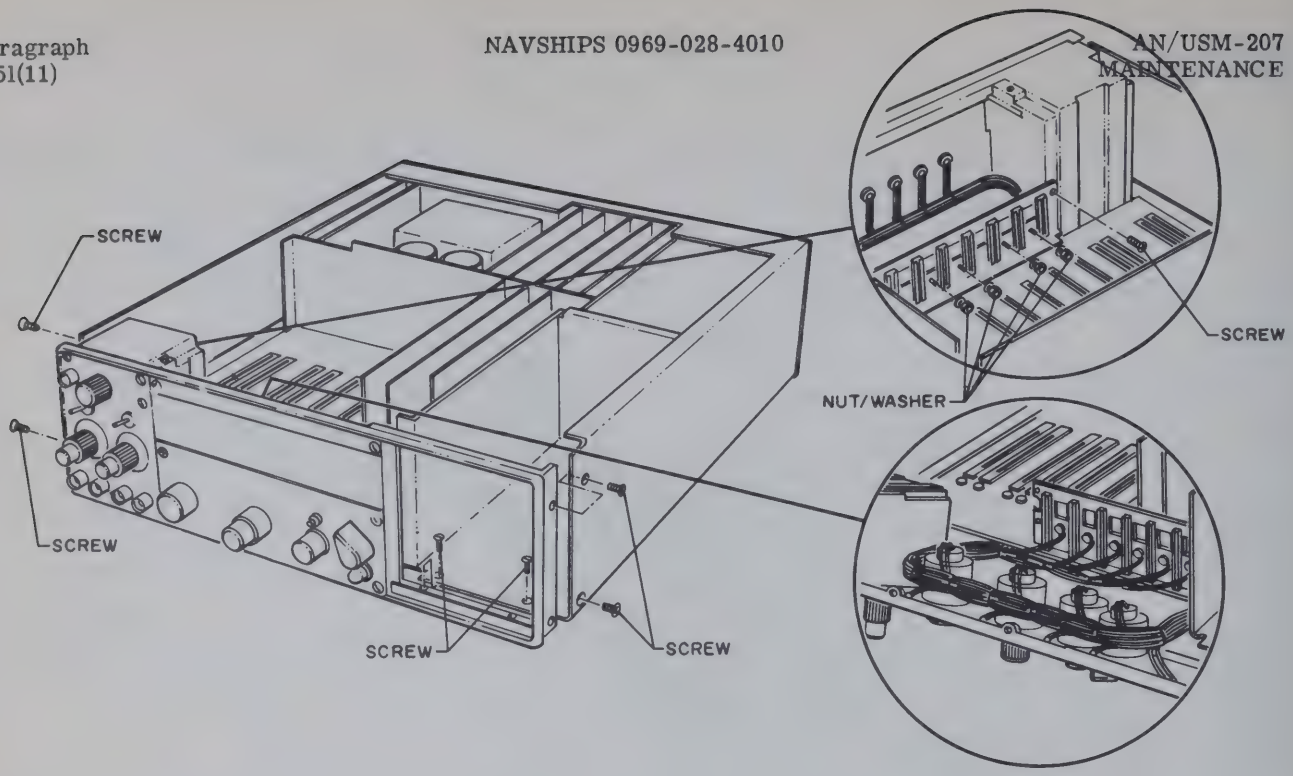

Figure 5-13. Counter, Disassembly of Front Section
(21) Place red knob A1MP9 on the inner shaft so that the index point faces the -6 marking on the left section of the front panel, then tighten both setscrews.
(22) Replace the left section of the front panel in the chassis, and secure with the three screws.
l. ACCESS TO FUNCTION SWITCH A1S4, TIME BASE SWITCH A1S3, STD FREQ OUT SWITCH A1S2, AND POWER SWITCH A1S1. — These parts are mounted on the front panel, and become accessible when the front-panel casting is detached from the counter and is supported only by the wire harness. Refer to figure 5-13 and proceed as follows:
(1) Using the board extractor, lift printed-circuit board A1A11 partly out of its connector so that the cable fastenings become accessible. Unfasten and disconnect the two coaxial cables, then remove A1A11.
(2) Remove and save the two screws and washers on top of the tiedown bracket, and remove the tiedown bracket.
(3) Remove printed-circuit boards A1A10 and A1A12 through A1A16.
(4) Loosen the captive screw at the bottom center of electronic frequency converter A2, and slide A2 towards the front and out of the chassis.
(5) Remove and save the two screws (top and bottom) on the left side-panel which are nearest the front panel.
(6) Remove and save the two screws (top and bottom) on the right side-panel which are nearest the front panel.
(7) Remove and save the two screws on bottom front of the opening vacated by A2.
(8) Remove and save the two screws that secure the left side of the front-panel casting to the front card-guide bracket.
(9) Remove the two nuts and lockwashers that secure the bolts of A1S4 to the front card-guide bracket.
(10) Remove the two nuts and lockwashers that secure the bolts of A1A2, A1A3 to the front card-guide bracket.